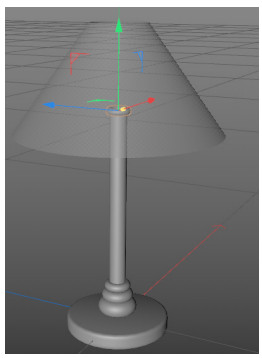

Figure 3-7(b) *The bodyconnect1 moved on the top of body*
10. In the Attribute Manager, choose the **Coordinates** button. Next, enter **209** in the **P . Y** spinner; *bodyconnect1* is moved on the top of *body,* refer to Figure 3-7(b).